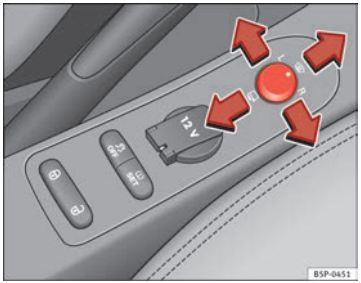

Abb. 88 Drehknopf für Außenspiegeleinstellung
1. Drehen Sie den Drehknopf ⇒Abb. 88 zunächst in Stellung **L** (**linker Außenspiegel**). ▶
– Drehen Sie den Drehknopf ⇒ Abb. 88 in Stellung ⊟, um die Außenspiegel anzuklappen. Sie sollten die Außenspiegel immer anklappen, wenn Sie eine automatische Waschanlage durchfahren, um Beschädigungen zu vermeiden.